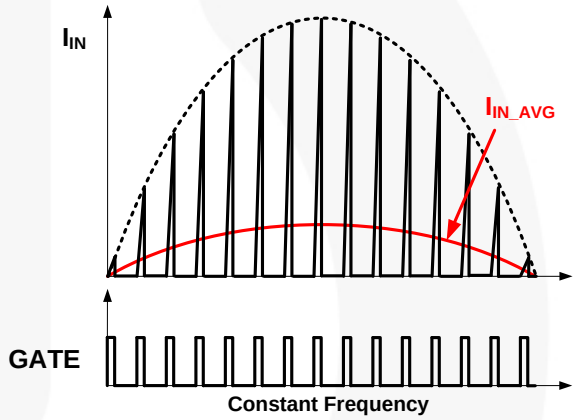

Figure 18. Input Current and Switching
In a conventional boost converter, Boundary Conduction Mode (BCM) is generally used to keep input current in phase with input voltage for power factor (PF) and Total Harmonic Distortion (THD). However, in flyback / buck boost topology, constant turn-on time and constant frequency in Discontinuous Conduction Mode (DCM) can implement high PF and low THD, as shown in Figure 18. Constant turn-on time is maintained by an internal error amplifier and a large external capacitor (typically >1μF) at the COMI pin. Constant frequency and DCM operation are managed by linear frequency control.